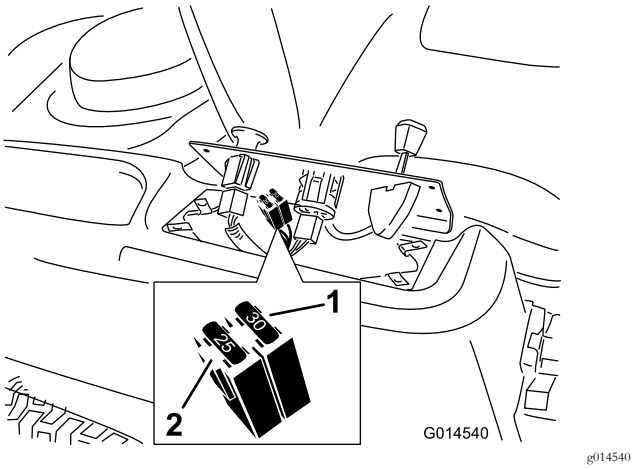

Figuur 48
2. Breng het bedieningspaneel omhoog om toegang te krijgen tot de hoofdkabelboom en het zekeringenblok (Figuur 48).
3. Om een zekering te vervangen, trekt u de zekering omhoog (Figuur 48).